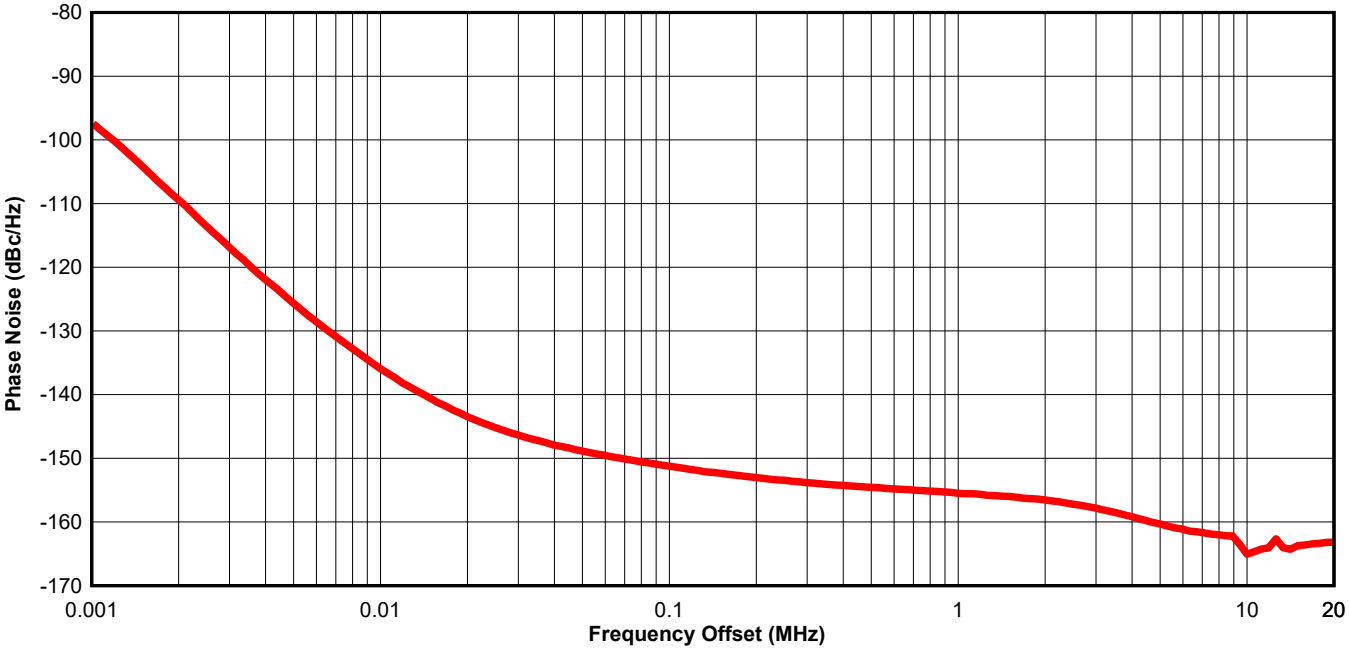
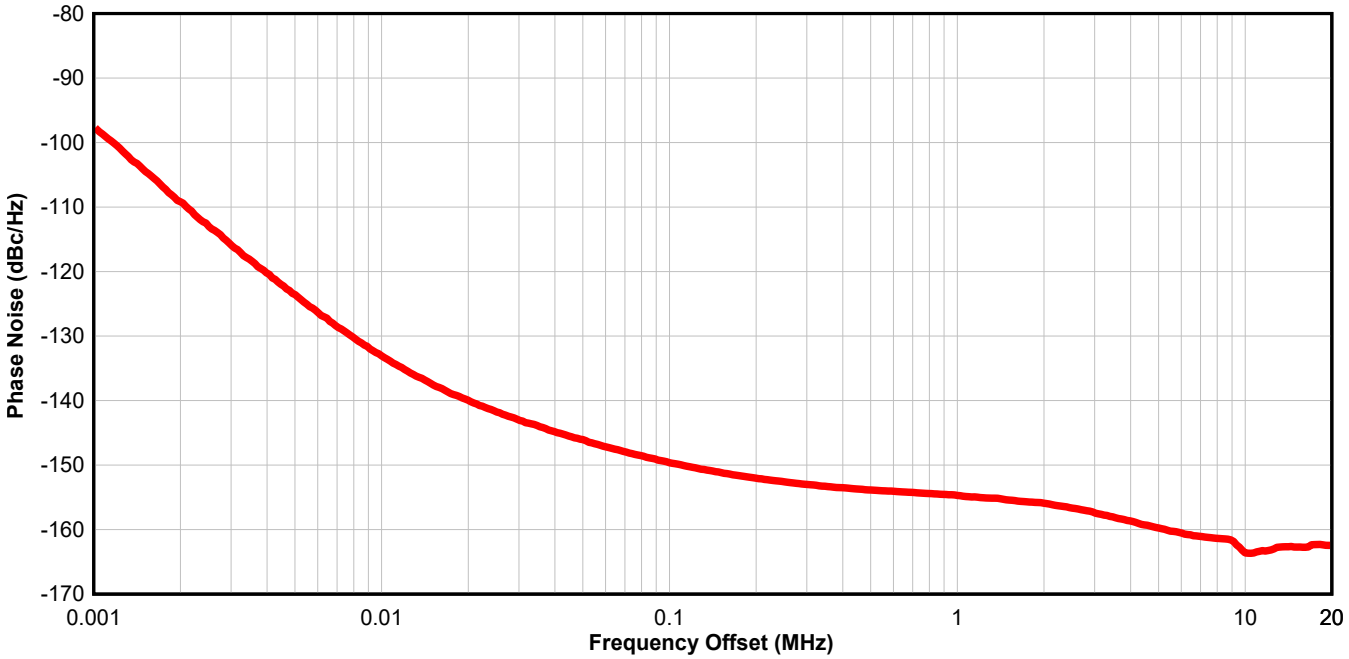

图 9-3. 25MHz LVCMOS，25°C，3.3V 电源
图 9-4. 27MHz LVCMOS，25°C，3.3V 电源
- 更改了 图 9-3 和 图 9-4 以包含通过 20MHz 的频率偏移。 20